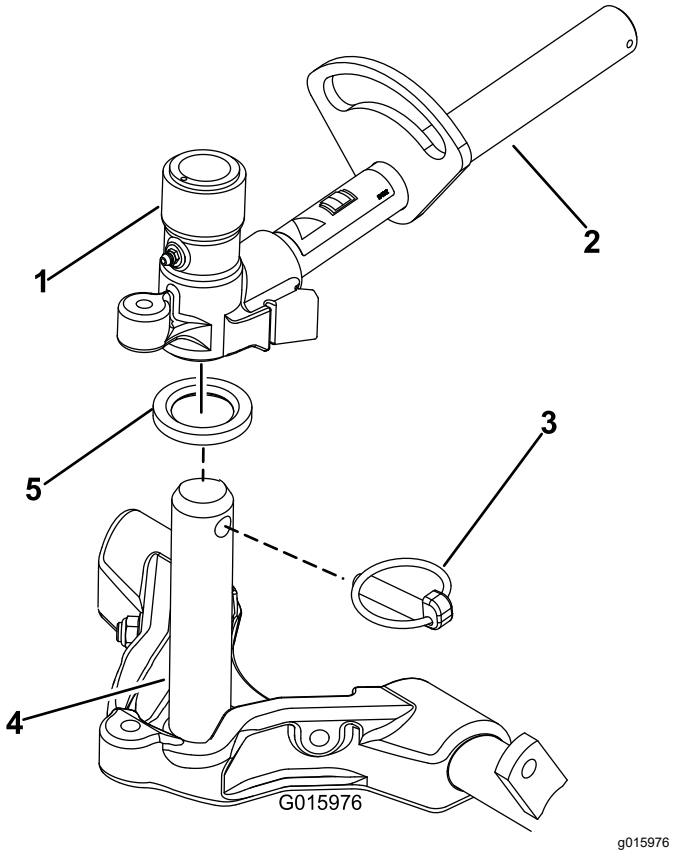

Рисунок 16
9. Нанесите чистую консистентную смазку на ось несущей рамы (Рисунок 16).
10. У передних режущих блоков: задвиньте режущий блок под подъемный рычаг, вставляя при этом ось несущей рамы в находящуюся над ней поворотную втулку подъемного рычага (Рисунок 16). Убедитесь, что упорная шайба расположена на оси несущей рамы.
11. Закрепите ось несущей рамы в поворотной втулке подъемного рычага с помощью шплинта с кольцом (Рисунок 16).
B. Наденьте втулку подъемного рычага на ось несущей рамы (Рисунок 16).